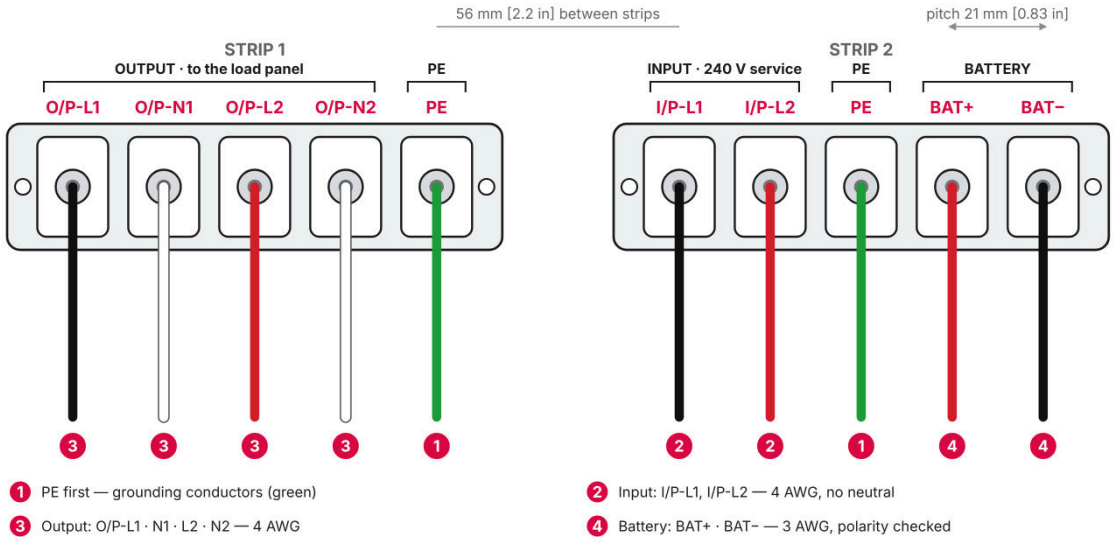

FIGURE 4-3 The two terminal strips, seen from the rear, with the order of connection (US wire colors shown as an example)
2. Remove the terminal cover (8). Bring the cables in from below, through the cover.
3. **Ground first** (1 in Figure 4-3): the grounding conductor of the supply to PE on strip 2, the load grounding conductors to PE on strip 1, before any other wire.